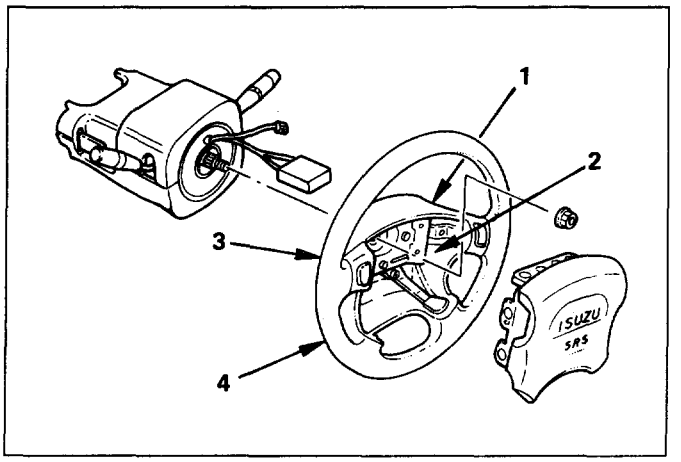

Fig. 3F4-30
- Tighten fixing bolts to specified sequence as figure (Fig. 3F4-30).